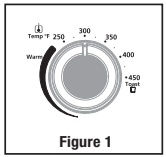

Figure 1
1. **Temperature Control Knob –** Adjust the dial thermostat to the desired temperature. (See Figure 1)